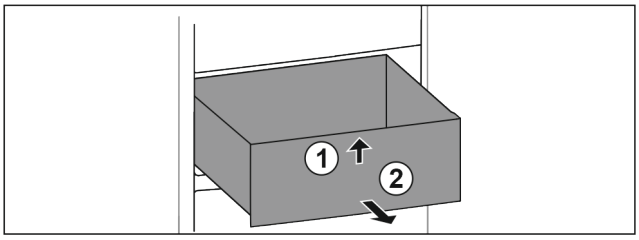

Fig. 14
▶ Soulever la partie avant du tiroir. *Fig. 14 (1)*.
▶ Retirer le tiroir par l'avant. *Fig. 14 (2)*